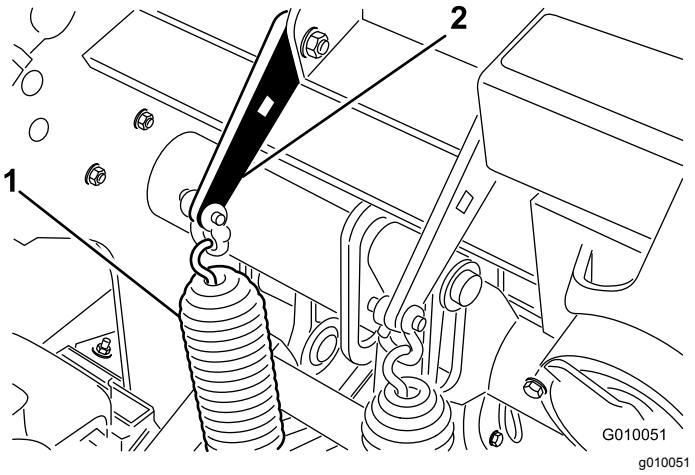

**Figur 37**
2. Lossa på vagnsbultmuttrarna som fäster fjäderfästena vid luftarhuvudet (Figur 37). Ta inte bort dem.